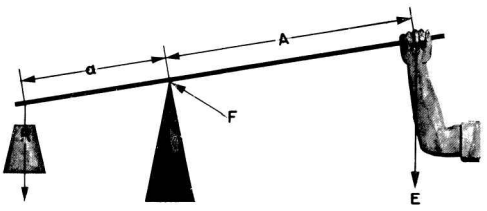
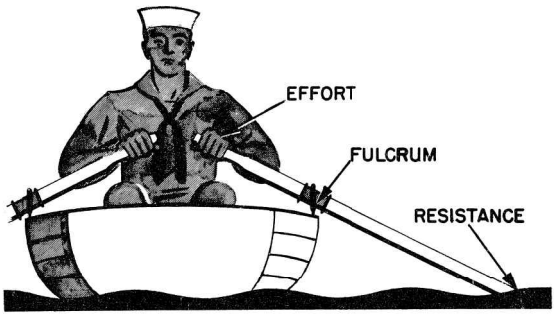

Figure 1-1.—A simple lever.
Figure 1-3.—Oars are levers.
You will find that all levers have three basic parts: the fulcrum (F), a force or effort (E), and a resistance (R). Look at the lever in figure 1-1. You see the pivotal point (fulcrum) (F); the effort (E), which is applied at a distance (A) from the fulcrum; and a resistance (R), which acts at a distance (a) from the fulcrum. Distances A and a are the arms of the lever.
Notice that the sailor in figure 1-3 applies effort on the handles of the oars. An oar is another good example. The oarlock is the fulcrum, and the water is the resistance. In this case, as in figure 1-1, the force is applied on one side of the fulcrum and the resistance to be overcome is applied to the opposite side; hence, this is a first class lever. Crowbars, shears, and pliers are common examples of this class of levers.